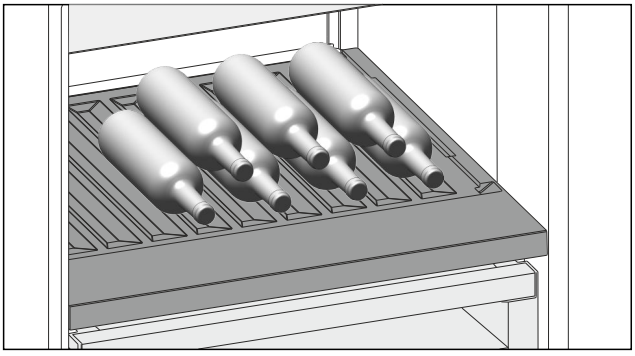

Fig. 147 Reprezentare exemplificatoare
▶ Introduceți sticlele cu fundul în spate, către peretele posterior. (vezi Fig. 147)